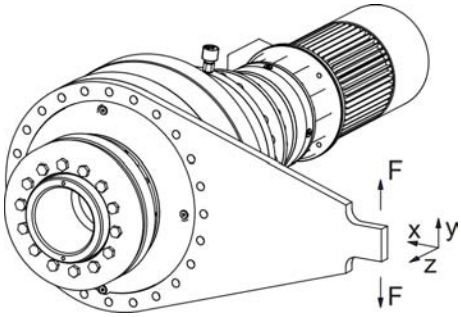

Afb. 37: Transmissie met koppelarm
1. Als er een koppelarm op de transmissie wordt gemonteerd (Afb. 37), moet deze in de richting van de x-as en z-as vrij te bewegen zijn. In de richting van de y-as moet een beweeglijkheid van 0,5 – 1 mm worden aangehouden.